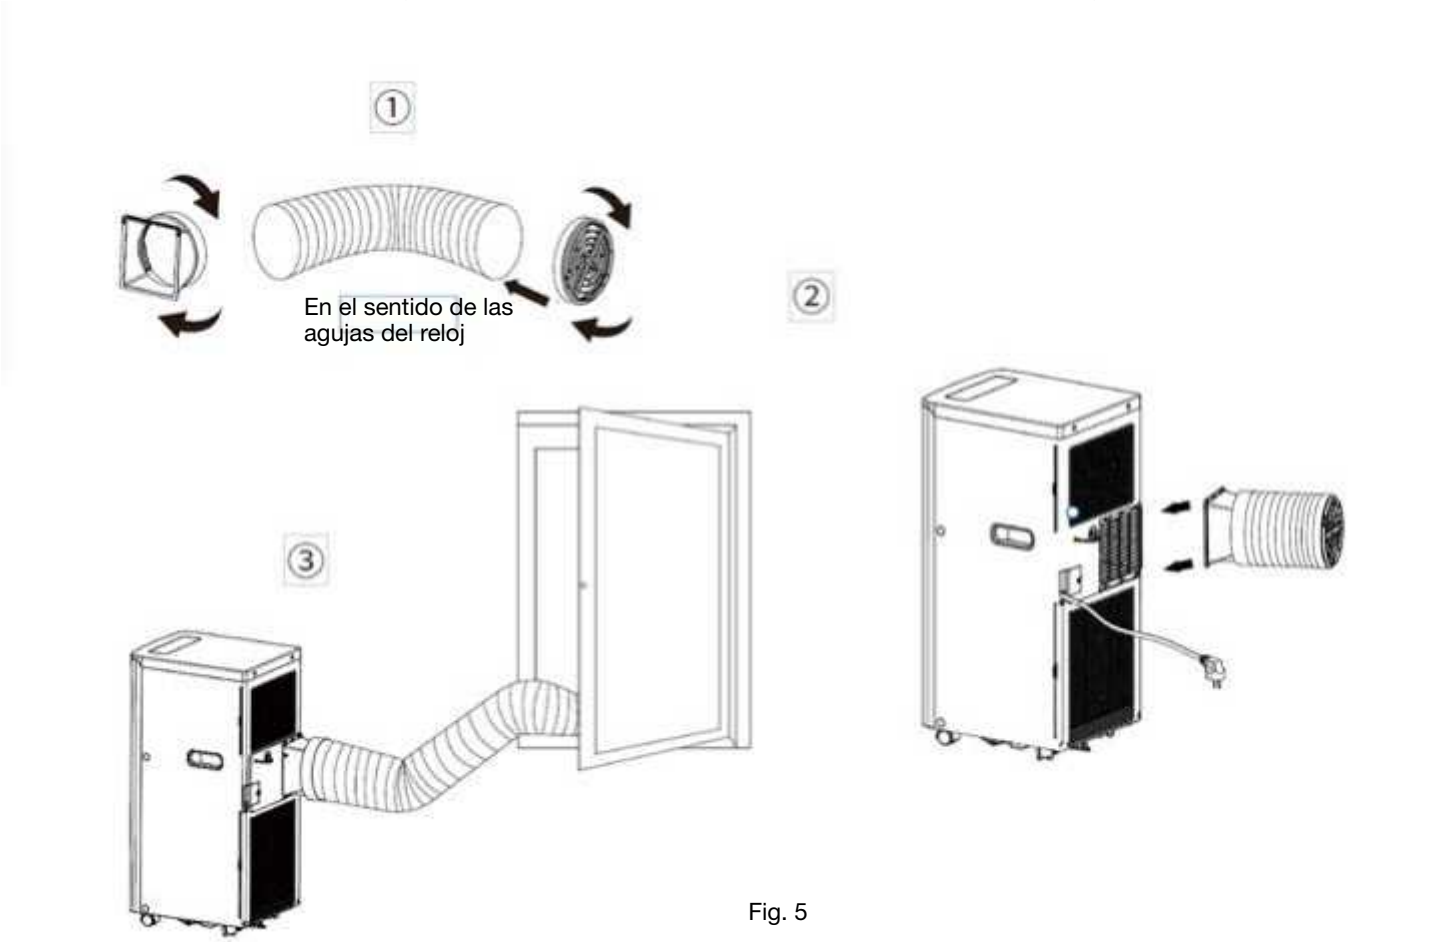

Fig. 5
3. Coloque el otro extremo de la manguera de escape en el alféizar de la ventana cercana (véase la Fig. 5).